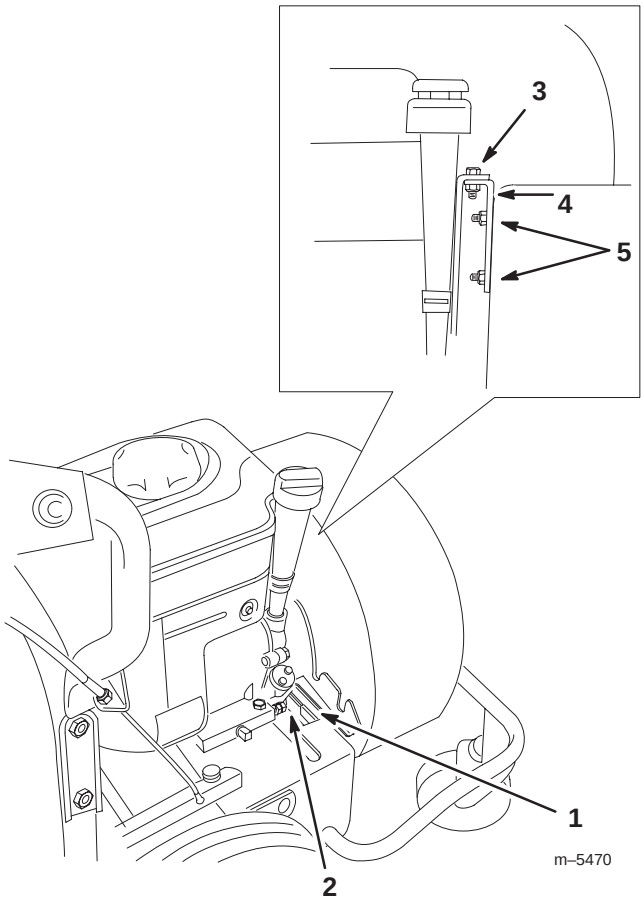

Bild 17
11. Setzen Sie das Gehäuse wieder ab, wobei Sie den unteren Befestigungsbügel des Gebläsegehäuses auf die vordere Kante des Motorunterteils aufsetzen (Bild 17).
12. Montieren Sie den Motorbügel mit zwei Sicherungsmuttern auf den Befestigungsbolzen (Bild 17).
13. Sichern Sie den Bügel mit der Schraube, die Sie vorher entfernt haben, am Motorbügel ab (Bild 17).